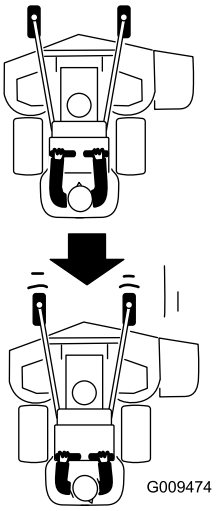

Figure 23
2. Tirez les leviers de commande de déplacement lentement en arrière (Figure 23).